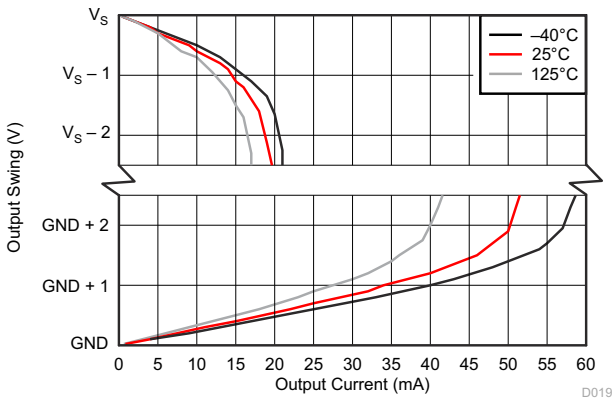

图 7-19. 输出电压摆幅与输出电流之间的关系
(1) RTI = 以输入为参考。
(2) 通过线性外插至 V_{SENSE} = 0V 获得失调电压，V_{SENSE} = 满量程范围的 10% 至 90%。
(3) 请参阅图 7-19。
(4) 摆幅规格是在过驱输入条件下测试得出的。